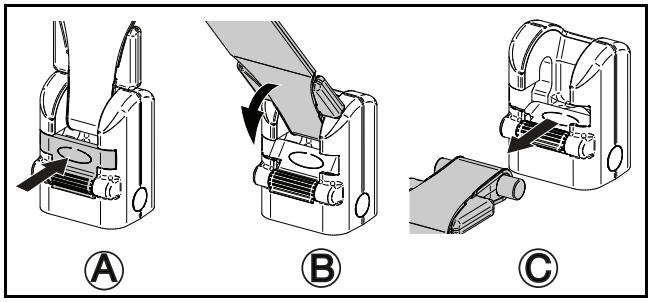

Fig. 4
2) Pour ouvrir le loquet qui retient la sangle en place, le pousser vers l'intérieur (voir Fig. 4 A).
3) Tourner la sangle vers le loquet (voir Fig. 4 B).
4) Tirer la sangle hors de la fixation (voir Fig. 4 C).